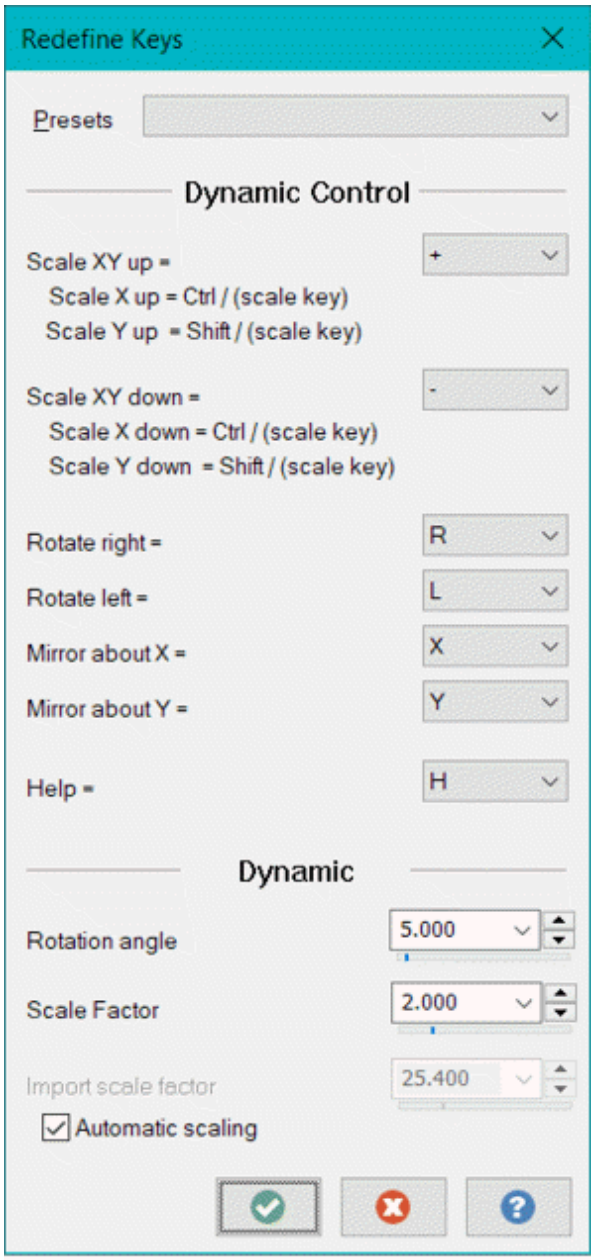

Figure-17. Redefine Keys dialog box
- Select desired design file and click on the **Open** button. The **Redefine Keys** dialog box will be displayed; refer to Figure-17.